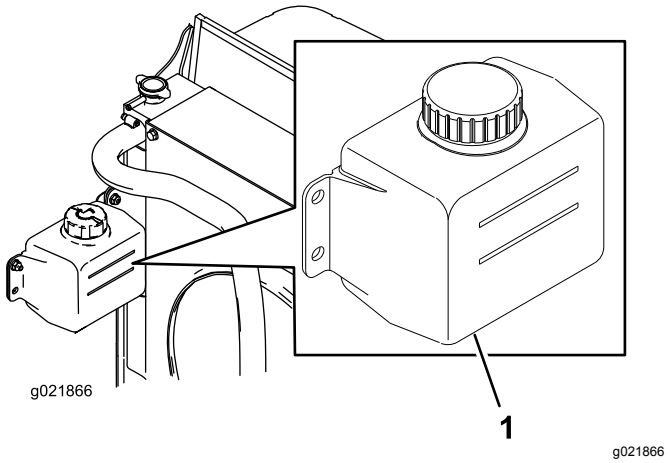

Figur 94
1. Kontroller kølevæskestanden i ekspansionsbeholderen (Figur 94).